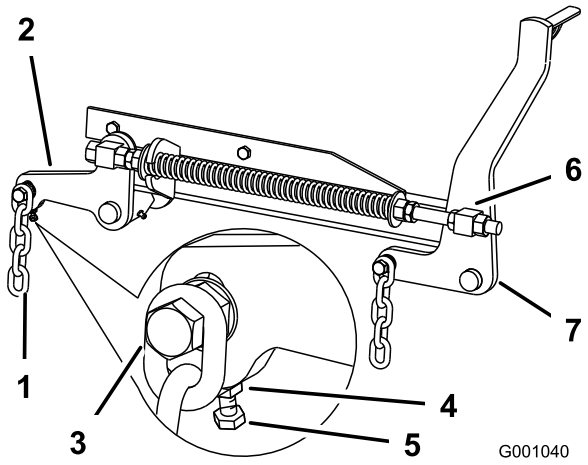

Figur 74
7. Om måtten vid punkt **B** eller **C** är felaktiga ska du lossa den bult som håller fast den bakre kedjan vid den bakre stödarmen (Figur 74).
8. Lossa kontramuttern under den bakre stödarmen och anpassa justerskruven så att du får ett mätvärde på mellan 79 och 83 mm (Figur 74).
7. Lossa kontramuttrarna för de främre lekarna framtill på höger och vänster lekare cirka 13 mm (Figur 74).
8. Justera lyftmuttrarna på både vänster och höger sida av maskinen för att få en inställning som är 6 till 10 mm lägre fram vid A än bak vid **B** (Figur 74).